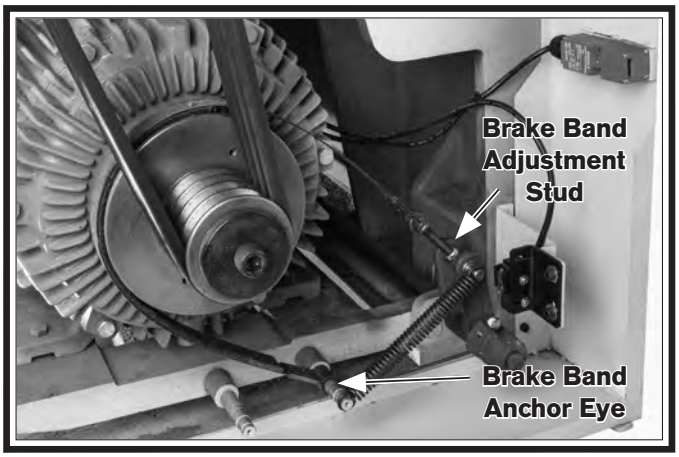
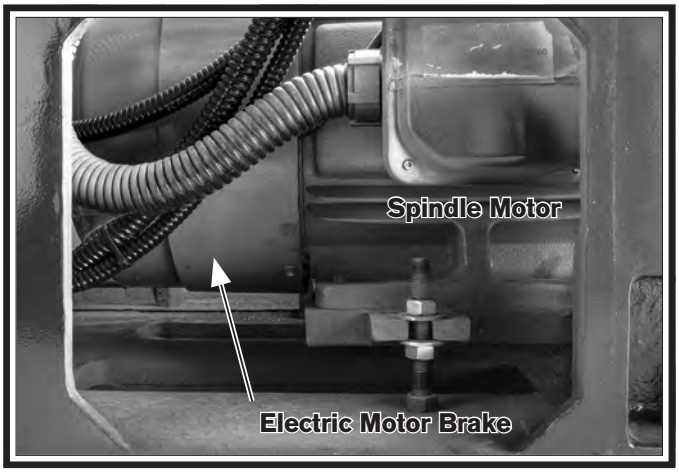

Figure 83. Band brake system.
Figure 84. Motor brake system.
This lathe has two braking systems. One is a non-adjustable electric motor brake located at the tail-end of the spindle motor (see **Figure 84**); the second is an adjustable band and hub brake connected to the pulley end of the motor (see **Figure 83**).
5. If brake band is worn and requires replacement, un-thread stud end, disconnect spring at brake band anchor eye (see **Figure 83**) and install a new brake band.
If it is suspected that electric brake (see **Figure 84**) on motor requires service or repair, motor assembly must be taken to a motor service shop that is familiar with motor brake service and repair.